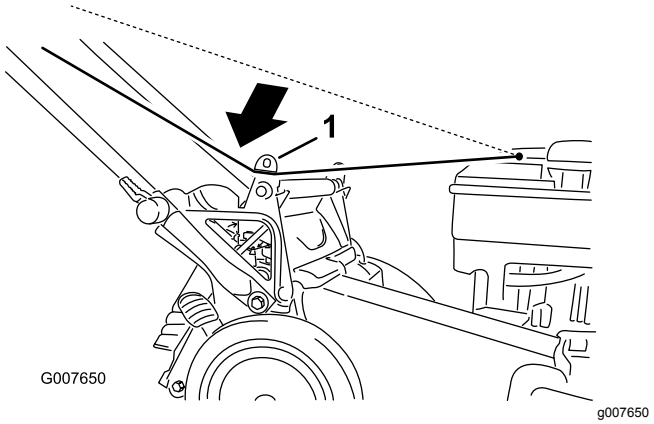

Figur 22
1. Før startsnoren rundt den nedre snorføreren (Figur 22).